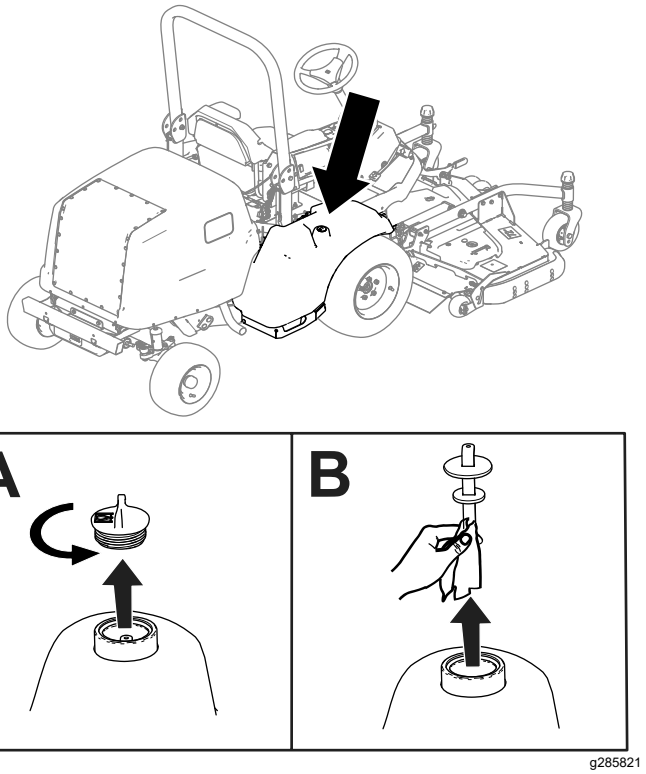

Bild 79
2. Entfernen Sie die Ablassschraube vom Hydrauliktank (Bild 79).
3. Entfernen Sie den Ölpeilstab aus dem Hydraulikbehälter und wischen ihn mit einem sauberen Lappen ab (Bild 79).